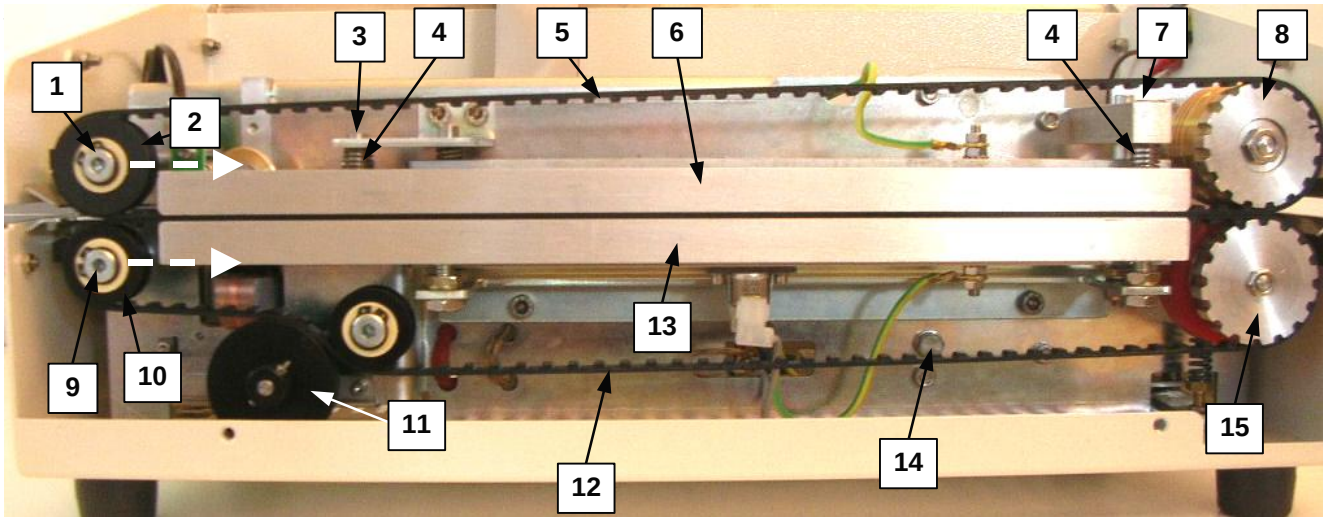

fig.5.9
- dopo aver allentato la vite superiore di bloccaggio (n.2-fig.5.8) e la vite di rotazione (n.14-fig.5.9), disinserire il gruppo motoriduttore (n.1-fig.5.8) ruotandolo nel senso della freccia di fig.5.8
- smontare la barra di trasporto superiore (n.6-fig.5.9) svitando prima le spine di fissaggio (n.3 e n.7-fig.5.9)
Attenzione a non smarrire le 2 molle di pressione (n.4-fig.5.9)
- allentare la vite di fissaggio del perno (n.1-fig.5.9) della puleggia condotta superiore.
- allentare la tensione della cinghia di trasporto superiore (n.5-fig.5.9) portando la puleggia condotta superiore (n.2-fig.5.9) nella direzione indicata dalla freccia di fig.5.9.
- sfilare la cinghia di trasporto superiore (n.5-fig.5.9) dalla puleggia motrice superiore (n.8-fig.5.9) ed estrarla dalla macchina.
- allentare la vite di fissaggio del perno (n.9-fig.5.9) della puleggia condotta inferiore.
- allentare la tensione della cinghia di trasporto inferiore (n.12-fig.5.9) portando la puleggia condotta inferiore (n.10-fig.5.9) nella direzione indicata dalla freccia di fig.5.9.
- sfilare la cinghia di trasporto inferiore (n.12-fig.5.9) dalla puleggia motrice inferiore (n.15-fig.5.9) ed estrarla dalla macchina.
- Inserire la cinghia di trasporto inferiore (n.12-fig.5.9) nella puleggia motrice inferiore (n.15-fig.5.9) e, successivamente, inserirla nella puleggia condotta inferiore (n.10-fig.5.9)
- tendere la cinghia inferiore mediante la puleggia condotta inferiore (n.10-fig.5.9) e bloccare il suo perno (n.9-fig.5.9) mediante la relativa vite di fissaggio.
- Inserire la cinghia di trasporto superiore (n.5-fig.5.9) nella puleggia motrice superiore (n.2-fig.5.9) e, successivamente, inserirla nella puleggia condotta superiore (n.2-fig.5.9)
- tendere la cinghia superiore mediante la puleggia condotta superiore (n.2-fig.5.9) e bloccare il suo perno (n.1-fig.5.9) mediante la relativa vite di fissaggio.
- rimontare la barra di trasporto superiore (n.6-fig.5.9)